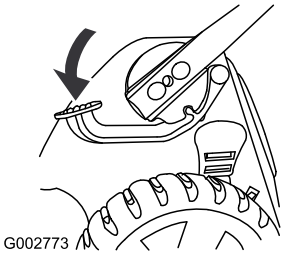

Figur 51
1. Trampa på fotpedalen och håll den nere (Figur 51).